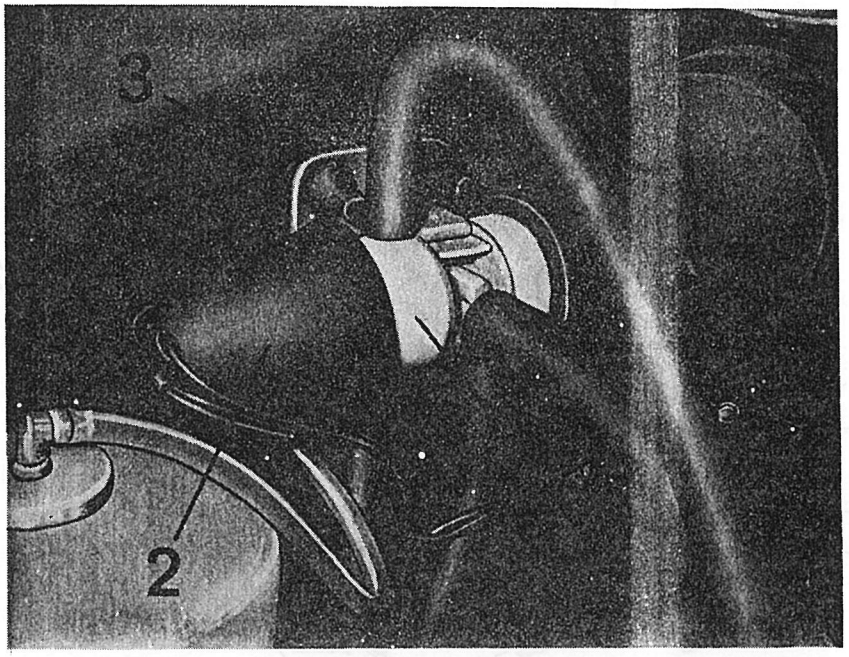

Afb. 2.10.7. Vacuumklep
a. Verwijderen (afb. 2.10.7.)
(1) Open de motorkap en zet vast.
(2) Schuif de twee rubber hoezen (2) van de vacuumklep af.
(3) Maak de elektrische aansluitingen aan de vacuumklep (1) los; leg de draden zodanig terzijde dat bij het aanbrengen van de vacuumklep geen vergissingen kunnen ontstaan.
(4) Schuif de rubber luchtslangen van de aansluitingen op de vacuumklep; leg de luchtslangen zodanig terzijde dat bij het aanbrengen van de vacuumklep geen vergissingen kunnen ontstaan.
(5) Trek voorzichtig de vacuumklep van de drie ophangrubbers (3).
(1) Kontroleer de drie ophangrubbers en vervang zonodig.
(2) Druk de vacuumklep in de juiste stand op de ophangrubbers totdat het voetstuk van de vacuumklep in de gleuven van de ophangrubbers zit.
(3) Schuif de juiste luchtslangen op de juiste aansluitingen van de vacuumklep.
(4) Bevestig de elektrische aansluitingen op de juiste manier aan de vacuumklep.
(5) Schuif de twee rubber hoezen (2, afb. 2.10.7.) op de vacuumklep.
(6) Sluit de motorkap.